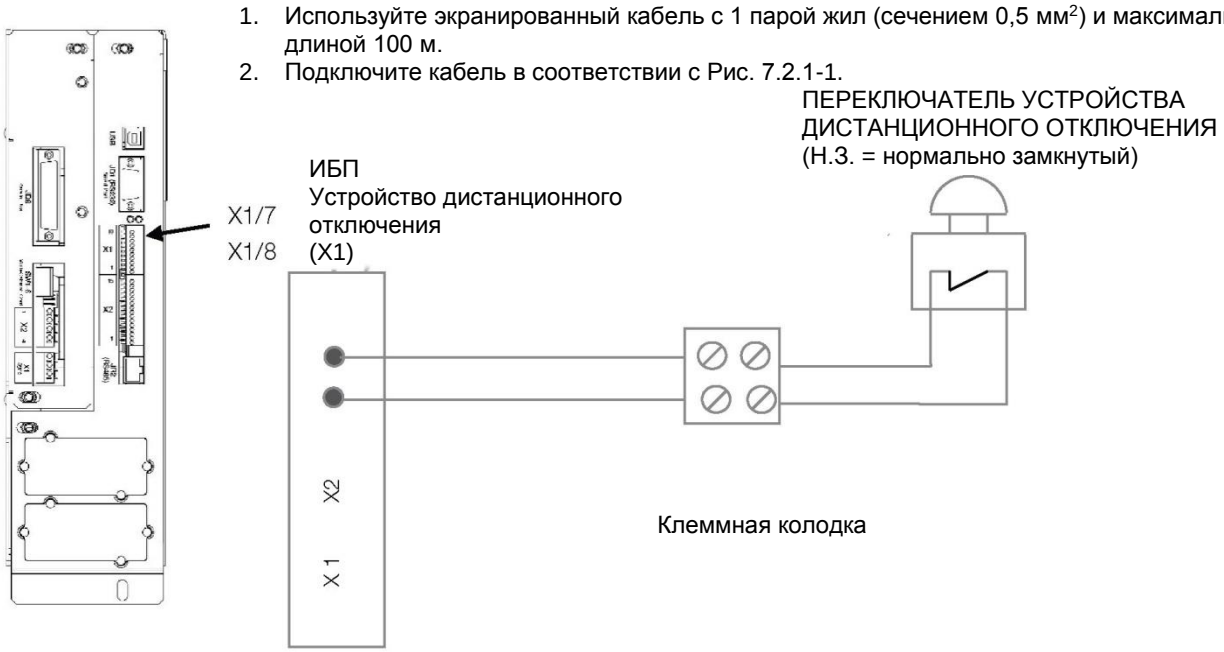

Рис. 7.2.1-1. Дистанционное отключение
2. Подключите кабель в соответствии с Рис. 7.2.1-1.